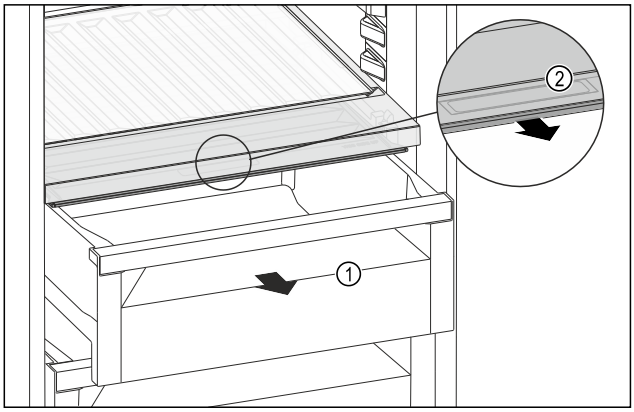

Fig. 127
▶ Extrageți sertarul *Fig. 127 (1)*.
▶ Prindeți mânerul încastrat *Fig. 127 (2)* de la capacul compartimentului și trageți concomitent capacul compartimentului spre partea frontală.